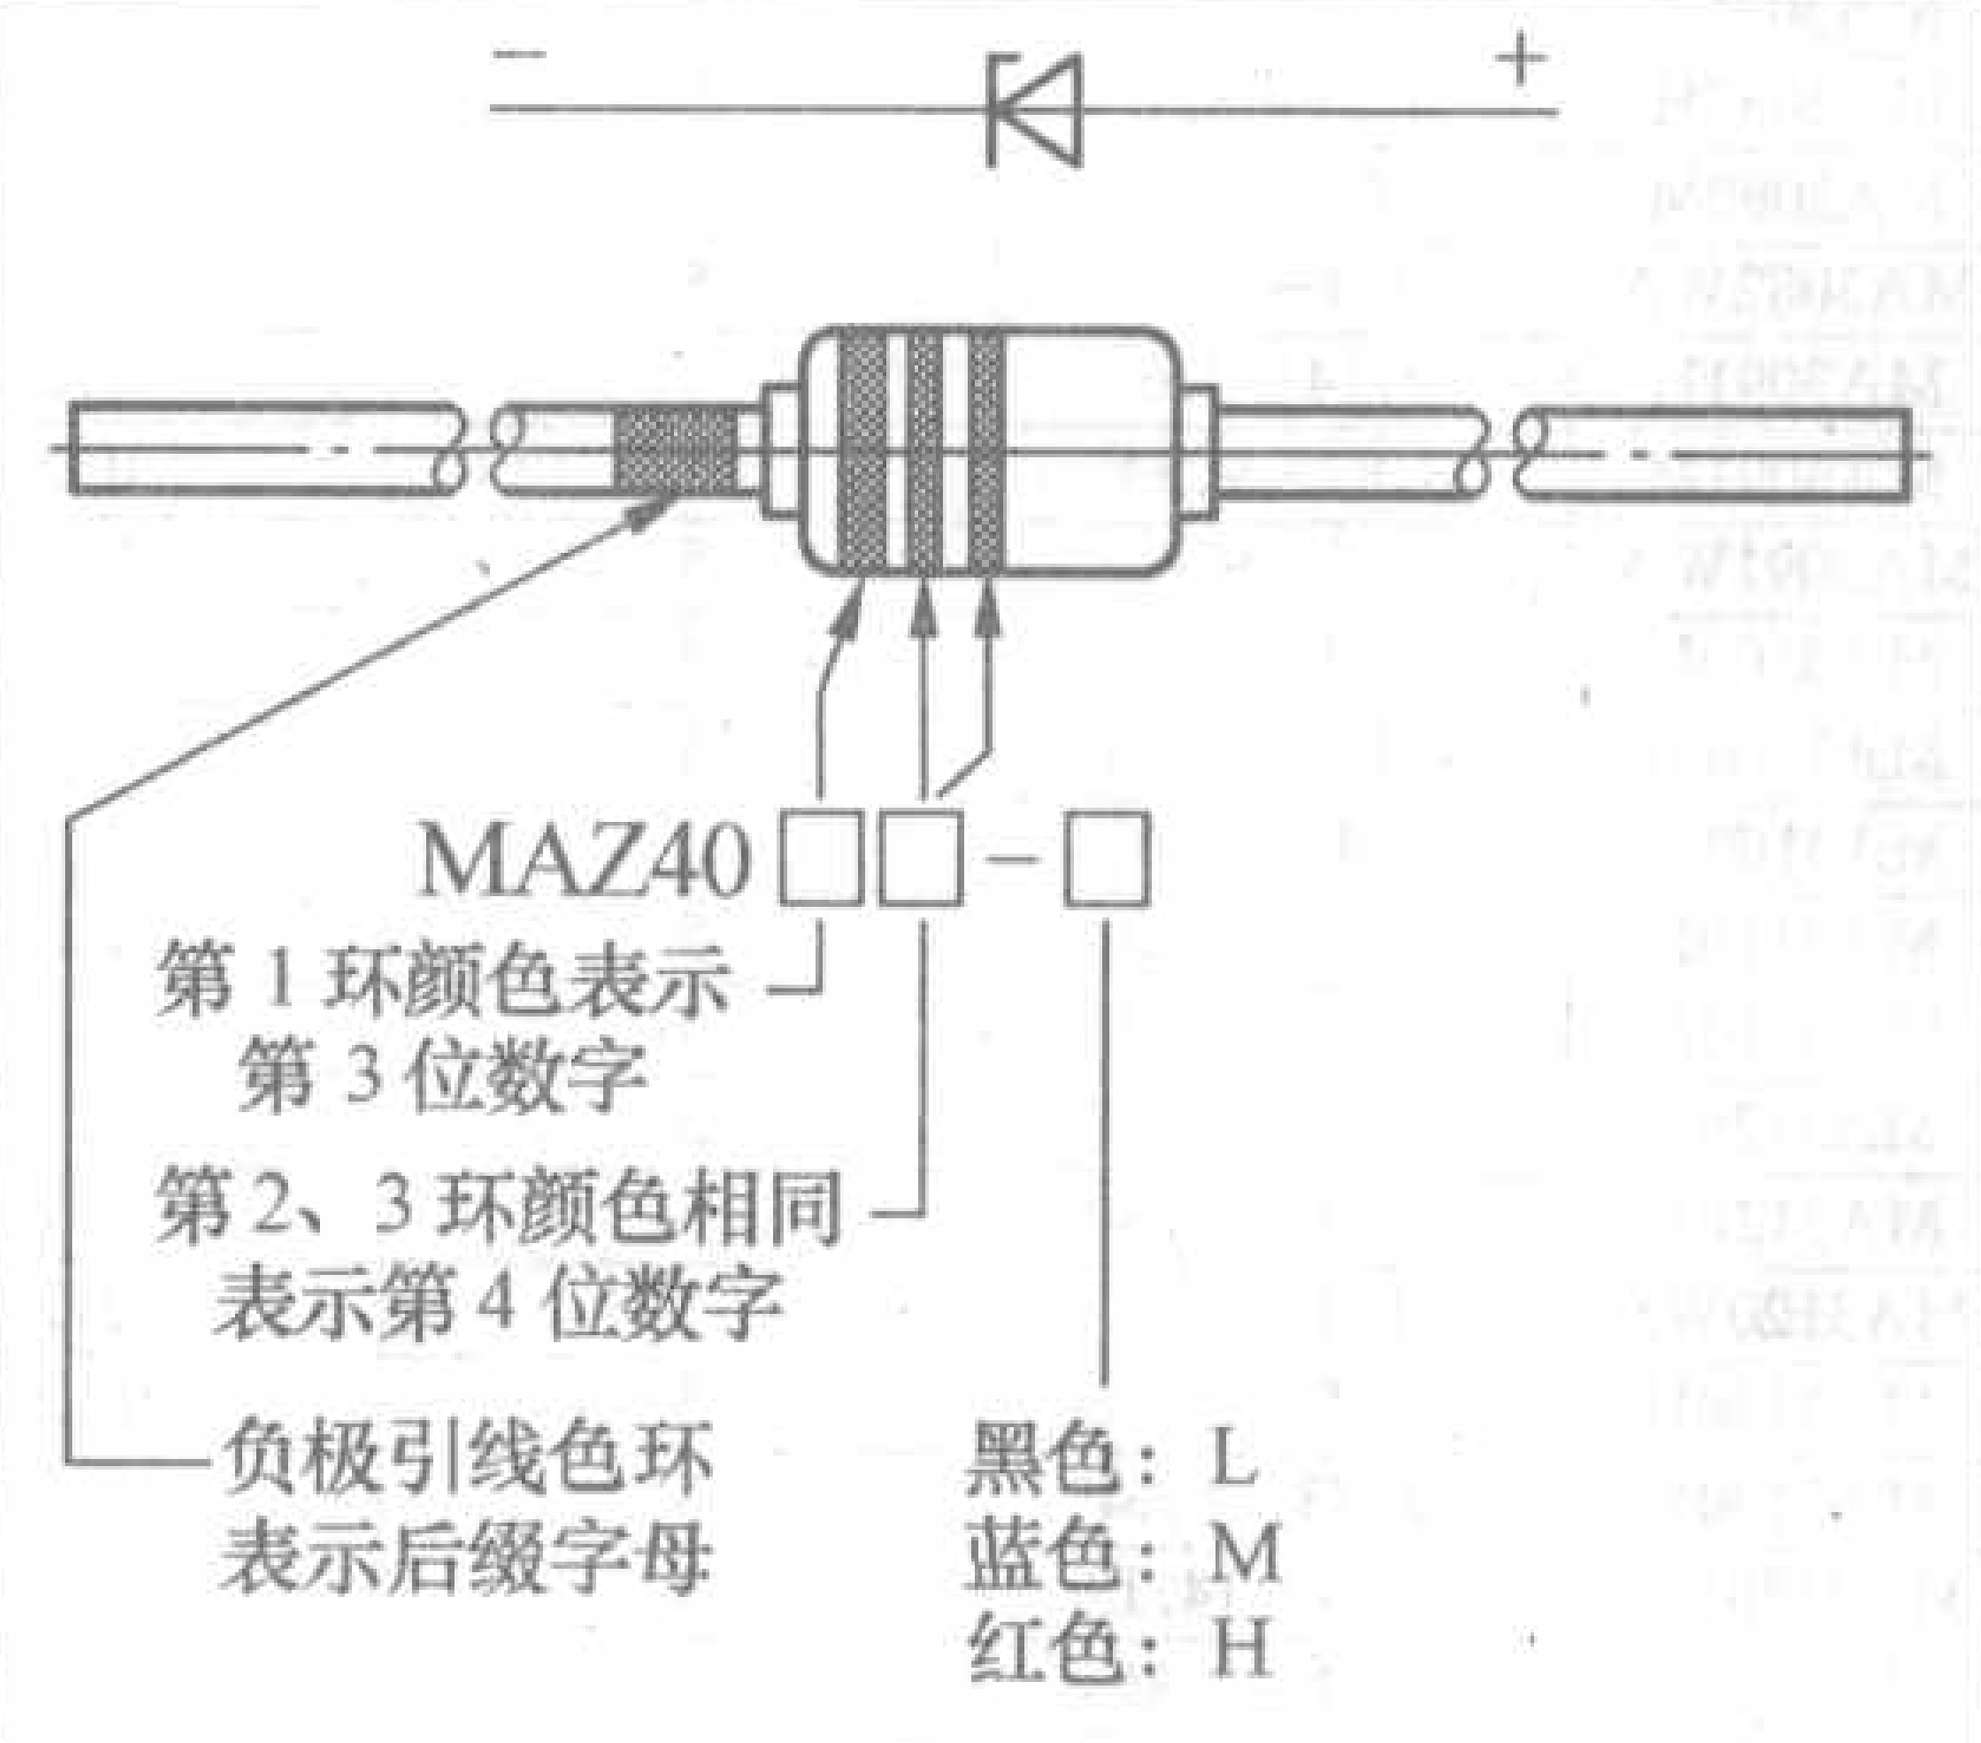

图2
2.管身上有3道色环，且第2、3两道色环颜色相同的（见图2），其中第1环表示型号左起第3位上的数字，第2、3两道色环（颜色相同）共同表示型号第4位的数字。型号的第2位数字为0。后缀字母L、M与H的表示方法同上。
2.有3道色环，且第2、3两道色环颜色相同的（如图2所示，但负极引线无色环或为蓝色环），标称稳定电压值为一位整数加一位小数，即几点几